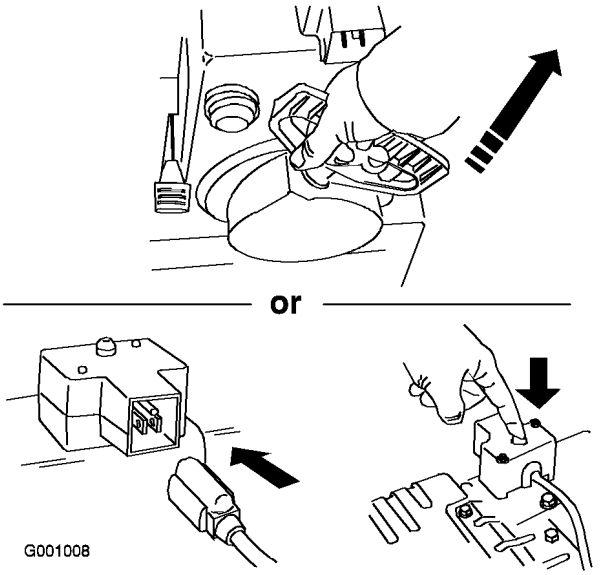

Figur 24
7. Start snøfreseren ved å bruke tilbakespolingsstarteren eller den elektriske starteren (Figur 24).